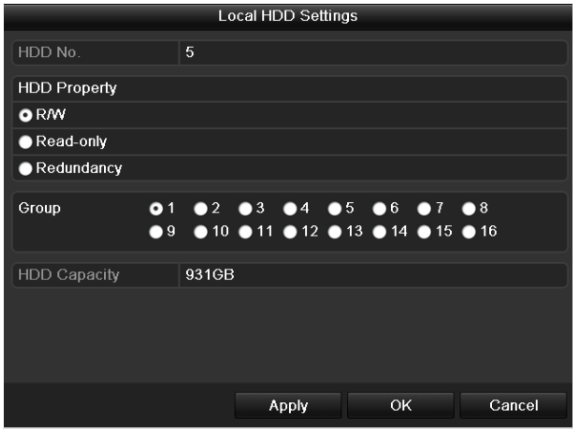

Figure 12-13 Local HDD Settings Interface
Step 6 Select HDD from the list and click icon to enter the Local HDD Settings interface, as shown in Figure 12-13.